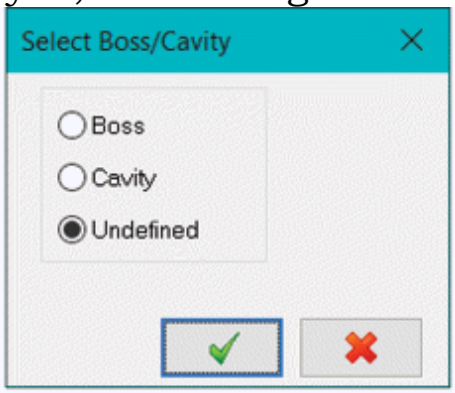

Figure-21. Select Boss/Cavity dialog box
- Click on the **Parallel** tool from the **3D** group in the **Toolpaths** tab of the **Ribbon**. The **Select Boss/Cavity** dialog box will be displayed; refer to Figure-21.